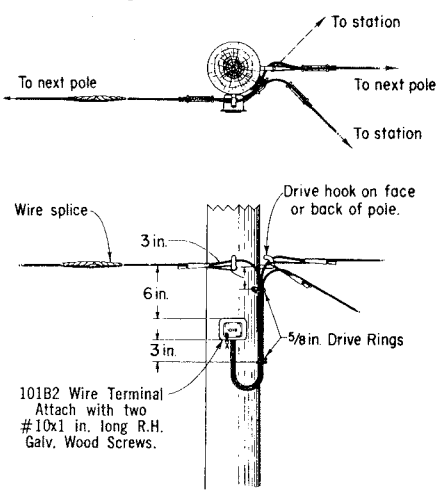

Fig. 9 — Complete Party Line Tap
(1) Install a 101B2 wire terminal on the pole directly below the drive hook.
(2) Place a second drive hook on the face or back of the pole at the same level as the existing hook supporting the through drop wire.
(3) After testing to make sure the line is not in use, cut the through drop wire about 2 feet from the first drive hook. The drop wire puller can be used to hold the wire before the cut is made.
(4) Splice a piece of drop wire to the short end of the through drop wire supported by the drop wire puller. Install a drop wire clamp on the spliced wire and place it on the new drive hook on the face or back of the pole.
(5) Place drive rings on pole and run the wire through them and terminate the two ends of the through drop wire on the binding posts of the wire terminal. Terminate the bridging drop wire in the wire terminal on top of the through wire connections. The complete party line tap is illustrated in Fig. 9.
(1) Place a 101B2 wire terminal on the pole and cut the existing subscriber circuit into it.
(2) Terminate the drop wire extension in the 101B2 wire terminal to make the bridging connection.
(3) Splice out the existing drop loop and terminate it in the wire terminal. The complete arrangements are similar to those shown in Fig. 9.